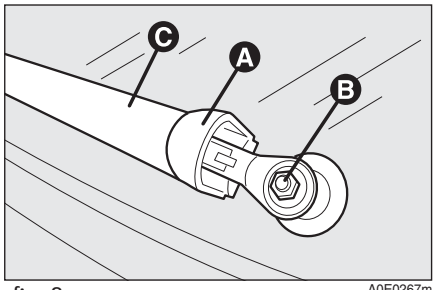

fig. 2 A0E0267m
- ❒ raise the cover **A-fig. 2**, slacken the nut **B** and remove the arm **C**;